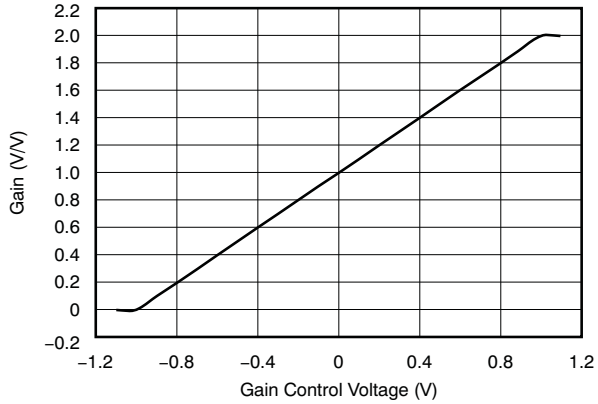
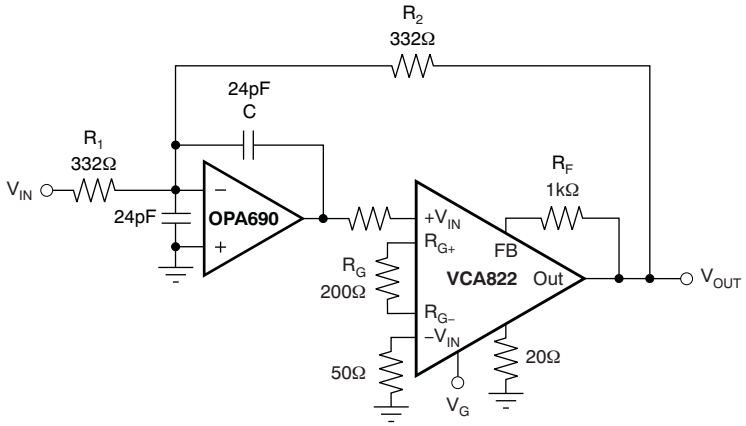

Figure 79. Gain vs Gain Control Voltage
Figure 88. Voltage-Control Low-Pass Filter
In the circuit of Figure 88, the VCA822 device serves as the variable-gain element of a voltage-controlled low-pass filter. This section discusses how this implementation expands the circuit voltage swing capability over that normally achieved with the equivalent multiplier implementation. The circuit control voltage, V_G, is calculated as according to the simplified relationship in Equation 8:
Because the VCA822 device is most linear in the midrange, the median of the adjustable pole should be set at V_G = 0V (see Figure 79, Figure 42, Figure 63, and Equation 10). Selecting $R_1 = R_2 = 332\ \Omega$, and targeting a median frequency of 10 MHz, the capacitance (C) is 24 pF. Because the OPA690 was selected for the circuit of Figure 88, and in order to limit peaking in the OPA690 frequency response, a capacitor equal to C was added on the inverting mode to ground. This architecture has the effect of setting the high-frequency noise gain of the OPA690 to +2 V/V, ensuring stability and providing flat frequency response.